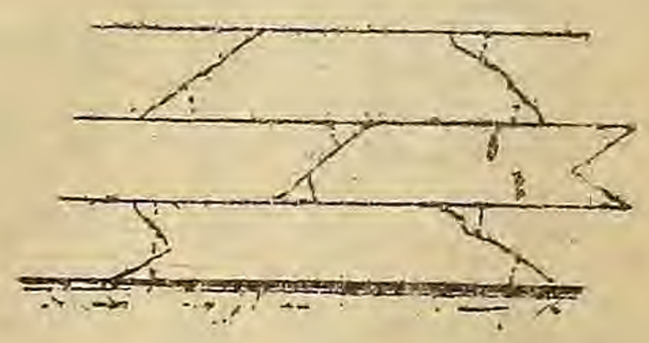

Рис. 538.
3) Камни, по возможности, *не должны иметь острых и входящих углов* (рис. 538), которые легко могут обкрошиваться от давления вышележащей кладки. Вообще желательно иметь камни более или менее *простого* и *правильного* вида. Лучшая форма камня—параллелепипед.